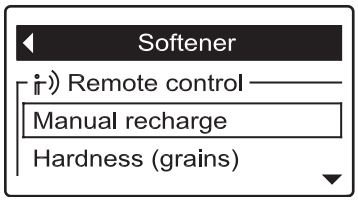

FIG. 107
2. Press the remote's SELECT (○) button to display a menu screen. The header will turn black (See Figure 107).
3. If necessary, press the DOWN (▾) button to scroll through the menu options until **Manual recharge** is highlighted in a box (See Figure 107).
6. Press the SELECT (○) button. The display will go back to the Softener menu (Figure 107).
6. Press the SELECT (○) button. The display will go back to the softener menu (Figure 107).